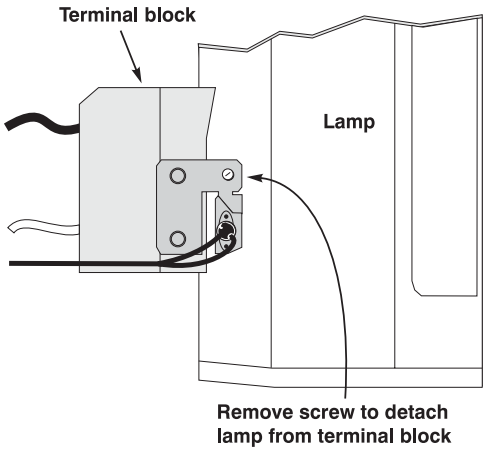

Figure 4.5. Detach lamp from terminal block (TOP VIEW)
- Remove the single screw securing the lamp module to the terminal block. See Figure 4.5 (top view). The lamp should now be fully free–refer to the recycling/disposal instructions provided with the new lamp.